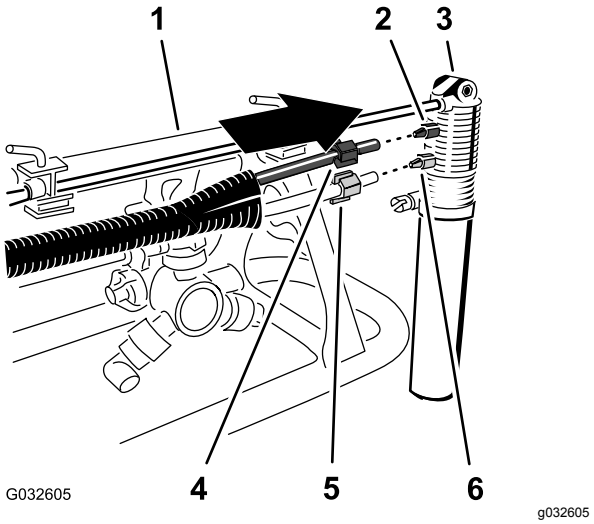

Figur 23
1. Sæt den blå kompressionsmøtrik over enderne på det blå rør og den hvide kompressionsmøtrik over det gennemsigtige rør (Figur 23).
2. Juster enden af det gennemsigtige rør med den hvide kompressionsmøtrik, så den passer med det hvide beslag på skummarkørdysen, og spænd kompressionsmøtrikken med hånden (Figur 23).
3. Juster enden af det blå rør med den blå kompressionsmøtrik, så den passer med det blå beslag på skummarkørdysen, og spænd kompressionsmøtrikken med hånden (Figur 23).